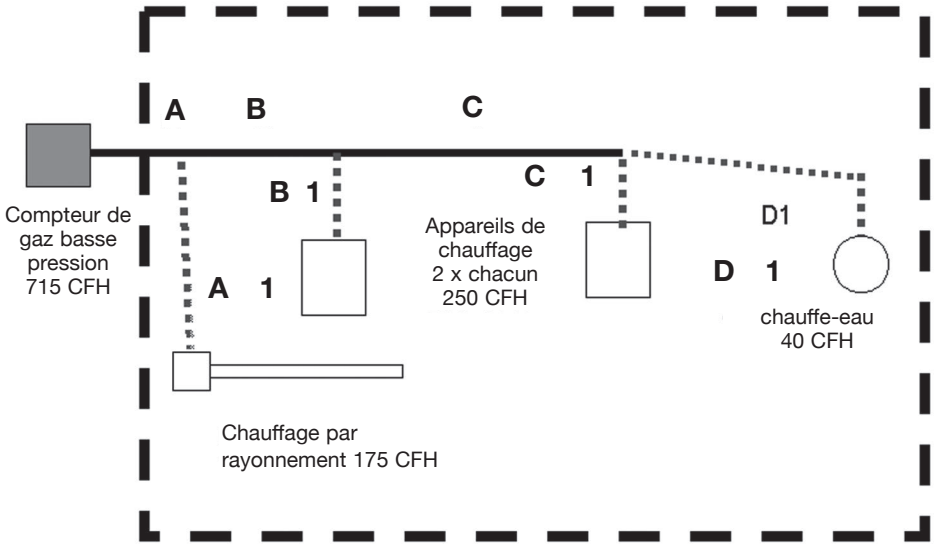

Figure: 3-5
1. Le système présenté dans Figure : 3-5 est un bâtiment commercial typique avec 4 appareils. La pression du gaz pour cet exemple est une basse pression normale avec une pression d'alimentation de 6 p et une chute de pression de 0,5 po.